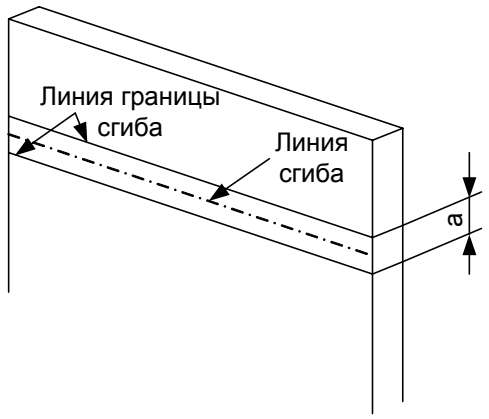

Рисунок 6.4 - Линии сгиба
2. Для просмотра текущих линий сгиба (рис. 6.4) нажмите на знак «+» слева от *Flatten-Bends1 (Плоское состояние1),* а затем правую кнопку мыши на *Sharp-Sketch1 (Эскиз острого сгиба1).* Выберите *Отобразить.* Аналогичными действиями можно скрыть линии сгиба *(Скрыть).*